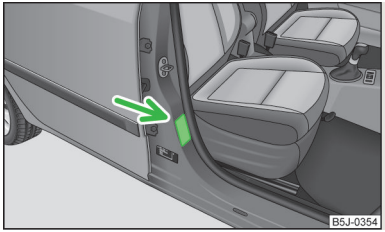

Fig. 121
- This is also clearly stated on the sticker which is located on the B column on the front passenger side » Fig. 121. The sticker is visible upon opening the front passenger door. In some countries, the sticker is affixed to the front passenger sun visor.